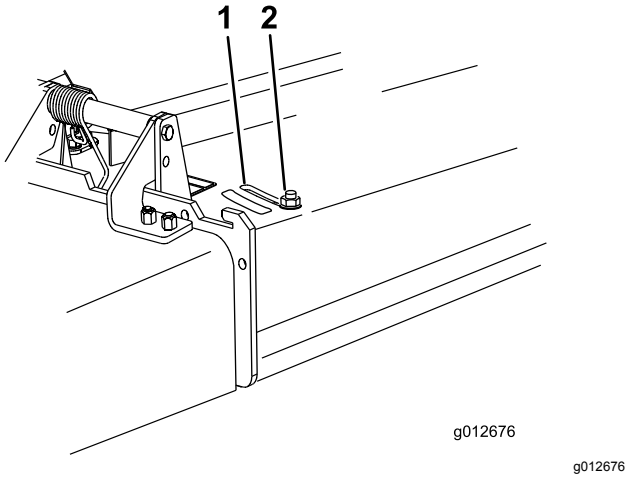

**Figur 29**
3. Skærmen justeres ved at løsne møtrikken (Figur 29).